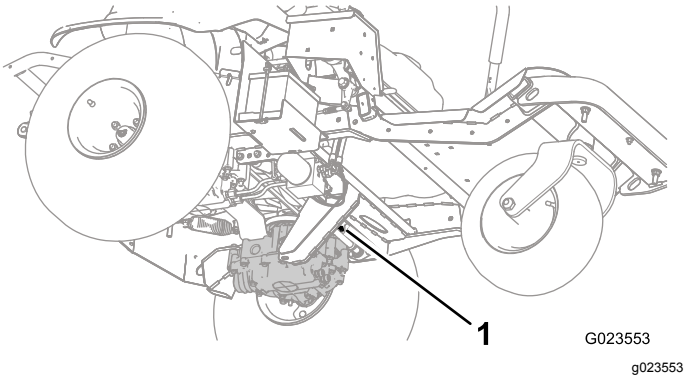
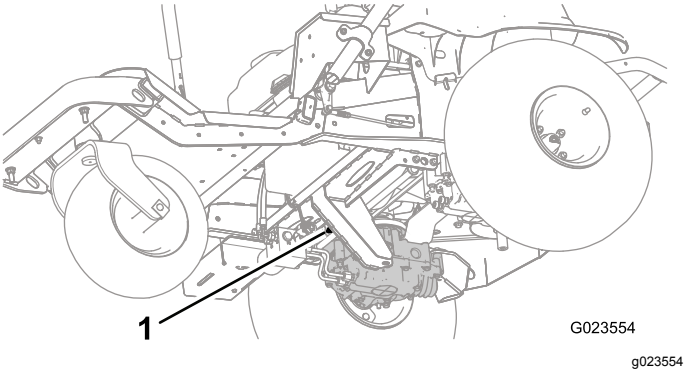
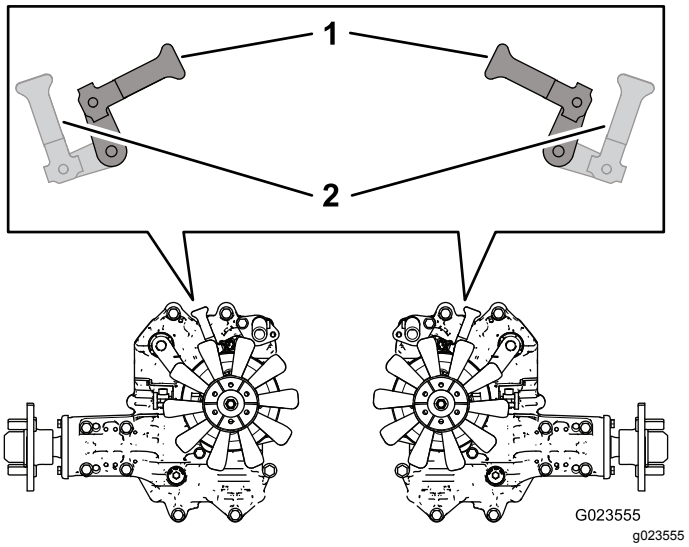

Рисунок 27
Рисунок 28
Рисунок 29
2. Под днищем машины поверните рычаги перепускных клапанов (Рисунок 27 и Рисунок 28) так, чтобы они были направлены внутрь, в сторону средней части машины (Рисунок 29), и выключите стояночный тормоз; см. раздел Использование стояночного тормоза (страница 26).
3. После завершения толкания или буксировки машины поверните рычаги перепускных клапанов так, чтобы они были направлены в сторону передней части машины, чтобы машина могла перемещаться своим ходом (Рисунок 29).